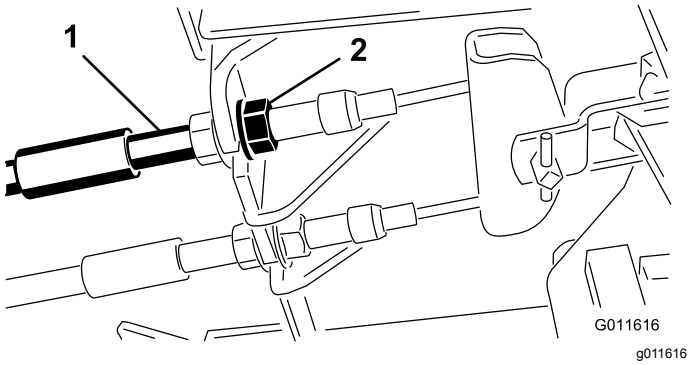

Figur 97
1. Hvis du vil redusere frigangen til bremsepedalene, strammer du bremsene ved å løsne den fremre mutteren på bremsekabelens gjengeende (Figur 97).